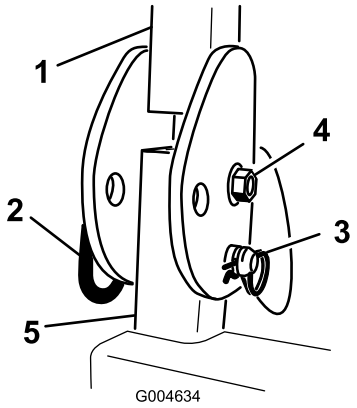

**Figur 4**
1. Ta bort hårnålssprintarna och de två tapparna från störtbågen (Figur 4).
2. Fäll upp störtbågen till upprätt läge, montera de två tapparna och säkra dem med hårnålssprintarna (Figur 4).